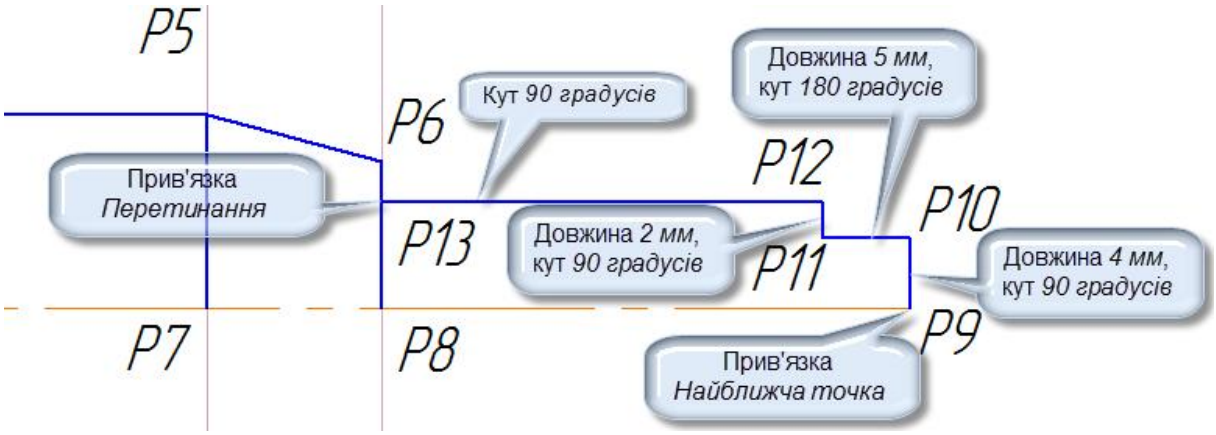

Рисунок 3.5– Побудова правого торця валу.
5) За допомогою команди *Неперервне введення об'єктів* побудуйте відрізки *p9-p10*, *p10-p11* и *p11-p12* на правому торці валу. Значення довжин і кутів нахилу показані на рис. 3.5. *Не переривайте команду.*